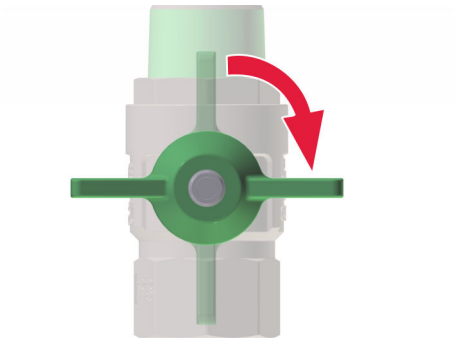

Fig. 24: Chiusura delle valvole di arresto principali
1. Chiudere tutte le valvole di arresto principali (Fig. 24) nel modulo per acqua calda sanitaria.